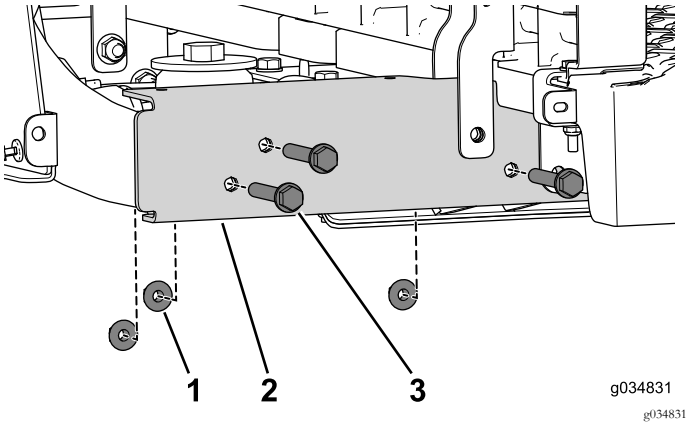

Figur 17
4. Ta bort de tre flänsskruvarna (3/8 x 2 1/2 tum) och muttrarna (Figur 17). Gör samma sak på båda sidor av maskinen.